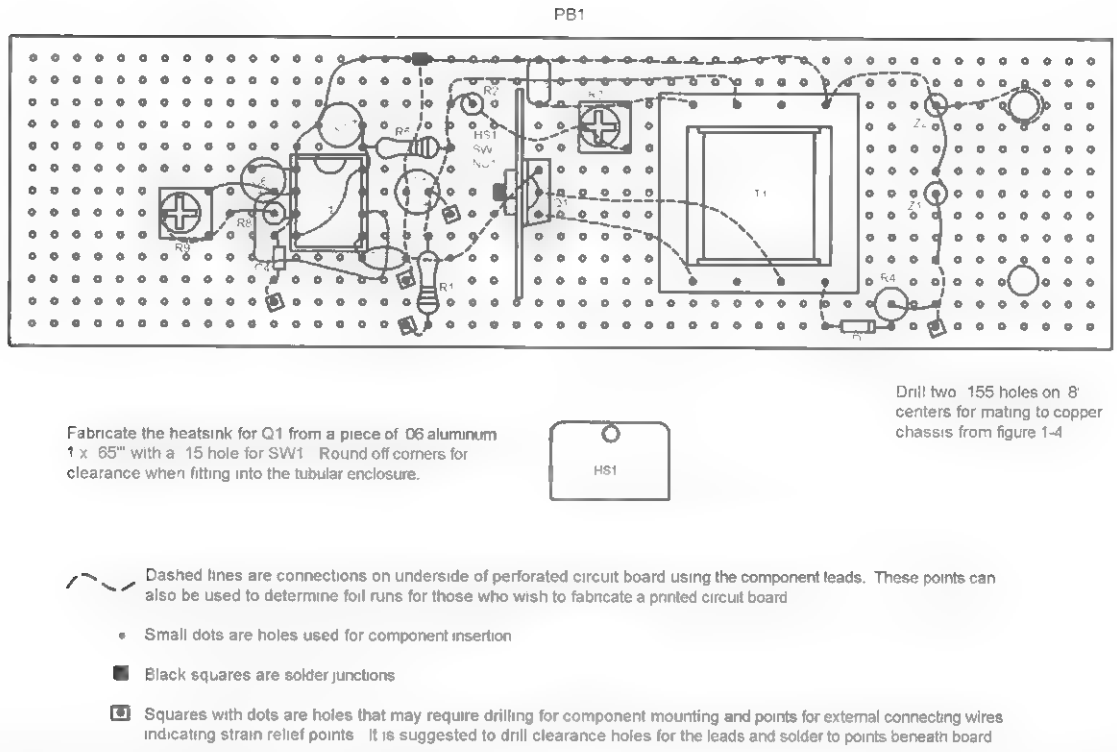
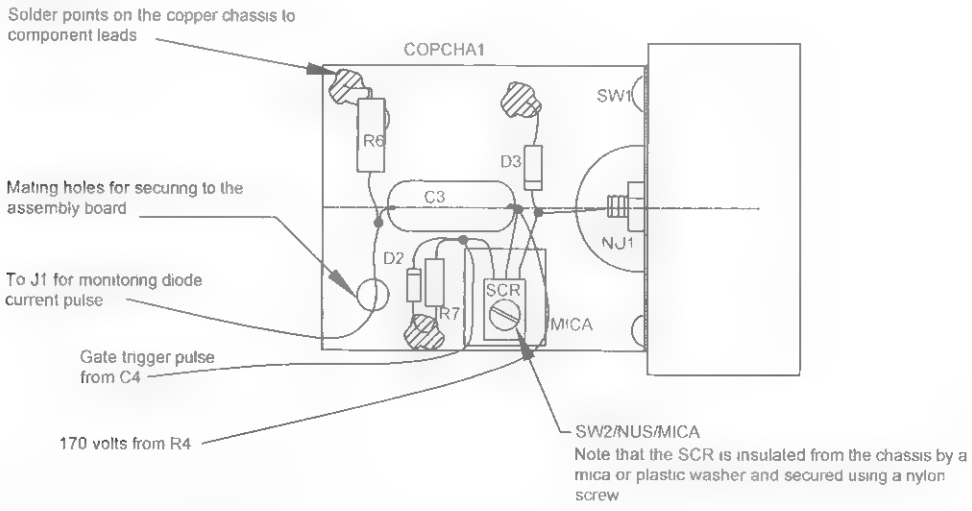

Figure 1-5 *Assembly board parts identification*
Figure 1-6 *Assembly of laser chassis*
2. Assemble the board as shown in Figure 1-5. Lay out and identify all the parts and pieces. Separate the components that go to the assembly board and fabricate the (PB1) perfboard from a 1.4 × 5-inch piece of .1 × .1 grid. Note the two holes for attachment to the copper chassis section from Figure 1-6.
5. Figure 1-6 shows the wiring of the copper chassis (COPCHA1). This type of wiring is preferred for high-frequency, sensitive, low-noise circuitry. It is used in this circuit due to the high-current pulses with fast rise times.